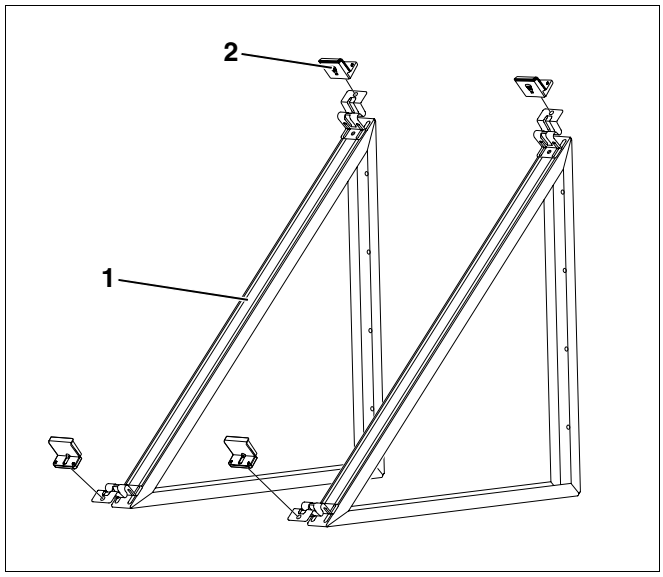

Afb. 7 Staander voor plat dak 45°
5.2.3 Montageset staander voor plat dak 45° (per collector) – afb. 7